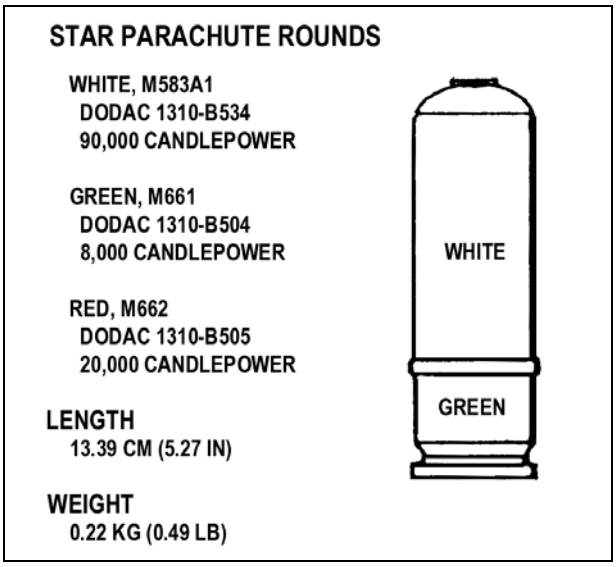

Figure 3-12. Star parachute round.
(3) ***Star Parachute Round***. This round is white impact or bar alloy aluminum with black markings (Figure 3-12, page 3-10). It is used for illumination and signals and is lighter and more accurate than comparable handheld signal rounds. The parachute attached to the round deploys upon ejection to lower the candle at 7 feet per second. The candle burns for about 40 seconds. A raised letter on the top of the round denotes the color of the parachute.